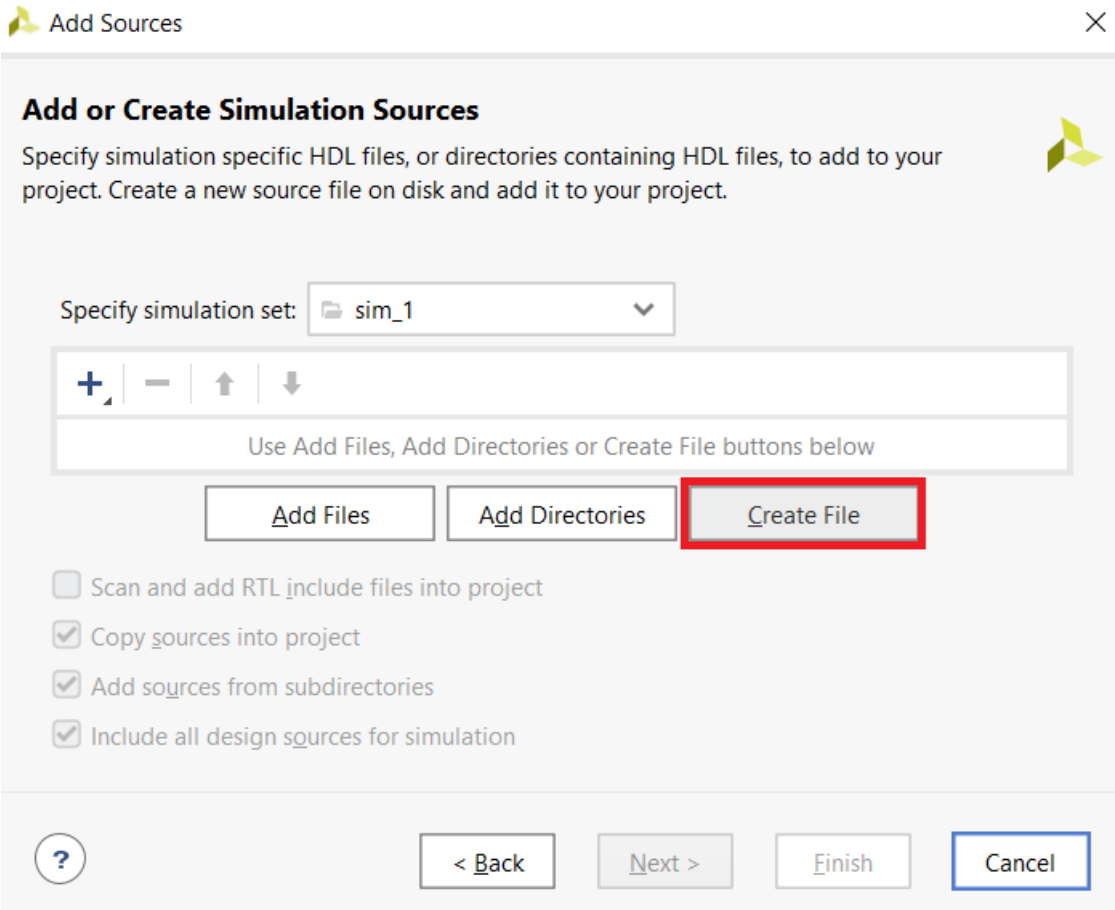

Figura 19. Captura de pantalla de *Add or Create Simulation Sourcse* con *Create File* resaltado con cuadro rojo
3. En la siguiente ventana del asistente, pulsar en *Create File* (Figura 19).